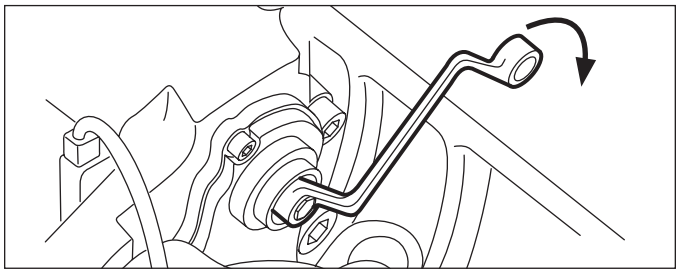

Figure 21 – Applying Moderate Applications of the Brakes: The Wrench Moves Clockwise as the Running Clearance is Diminished
4.2.3 Where the adjuster mechanism is able to be backed off normally, position a box-end wrench on the shear adapter so that it can turn freely clockwise without coming into contact with parts of the vehicle *(See Figure 21).* Make five to ten moderate applications of the brakes [at about 30 psi (2 Bar)], and observe that the box-end wrench or socket should turn clockwise in small increments.